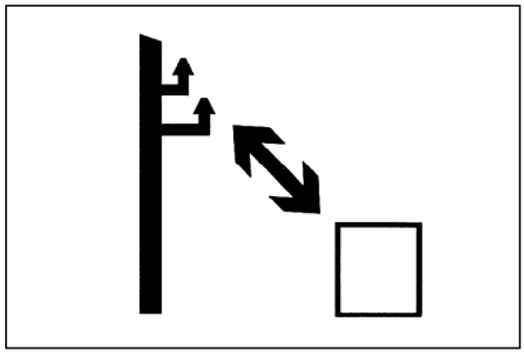

Fig. 2.26
***ADVERTÊNCIA:** O contato acidental com alta voltagem, linhas de alta tensão, podem causar a morte. Em caso de contato com condutores de alta tensão NÃO abandone o trator, mova o trator e/ou o carregador, de modo a eliminar o contato e chegar a uma distância segura (Fig. 2.26).*